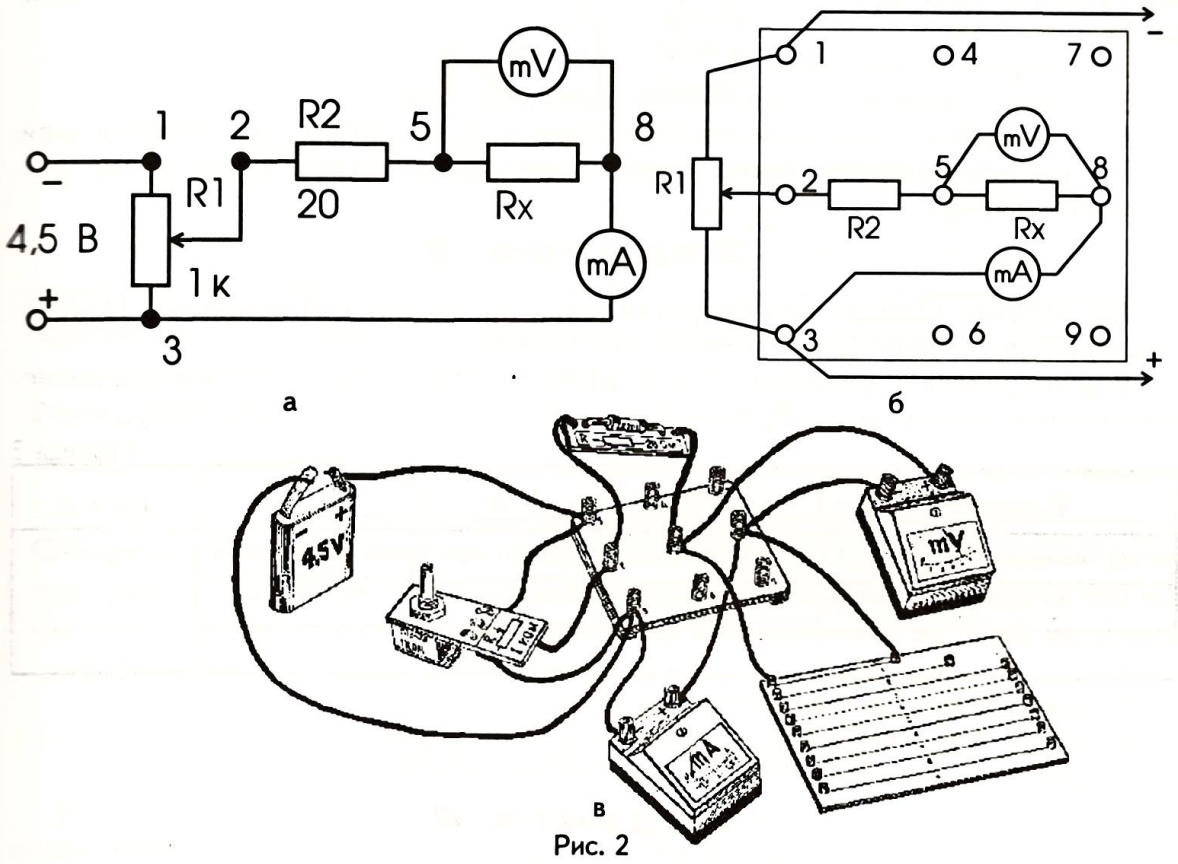

Рис. 2
1. Соберите электрическую цепь по рис. 2 (*а, б, в*); в качестве исследуемого участка цепи R_x поочередно берите один из трех проводников № 1–3.
1. В собранной ранее электрической цепи (рис. 2, *а, б, в*) замените исследуемые участки цепи R_x: вместо проводников № 1–3 поочередно берите проводники № 4–6.
В электрической цепи (рис. 2, *а, б, в*) поочередно используйте в качестве исследуемого участка цепи R_x проводники № 7–9.
2. В электрическую цепь, собранную по рис. 2 (*а, б, в*), в качестве участка R_x включите данный проводник.